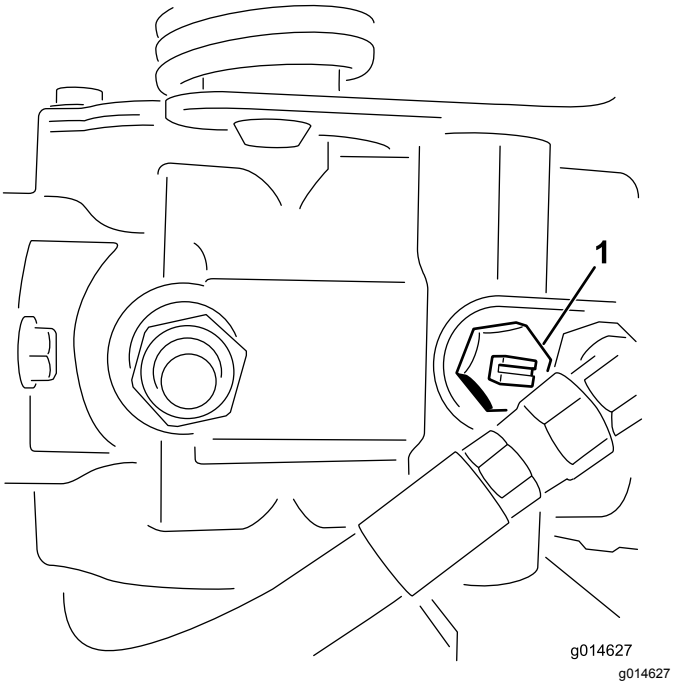

Figur 24
1. Finn omløpsventilen på pumpen, og vri den slik at åpningen står vertikalt (Figur 24).
2. Før du starter motoren, må du stenge omløpsventilen ved å vri den slik at åpningen står horisontalt (Figur 24).